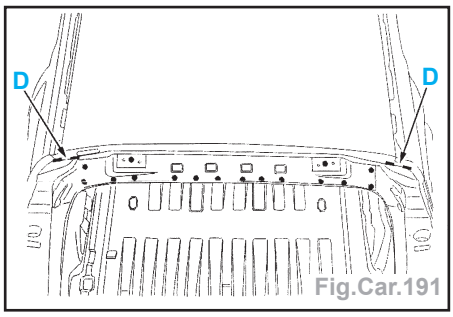

Fig.Car.191
- par points électriques et la partie AR (Fig.Car.191),